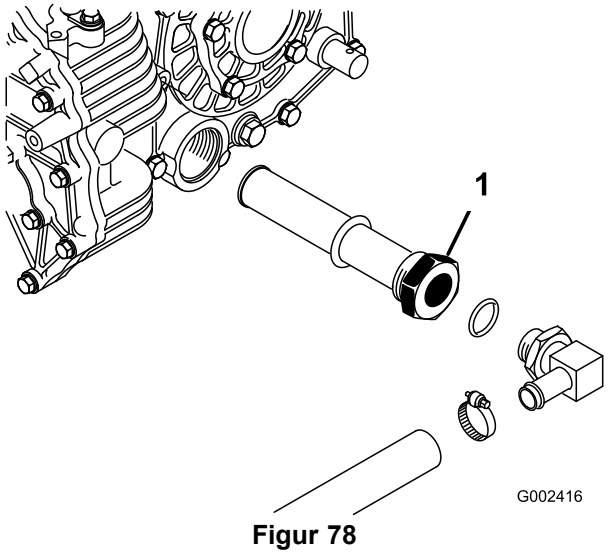

Figur 78
2. Fjern aftapningsskruen (Figur 78) fra siden af beholderen, og lad hydraulikvæsken løbe ned i en drænbakke.